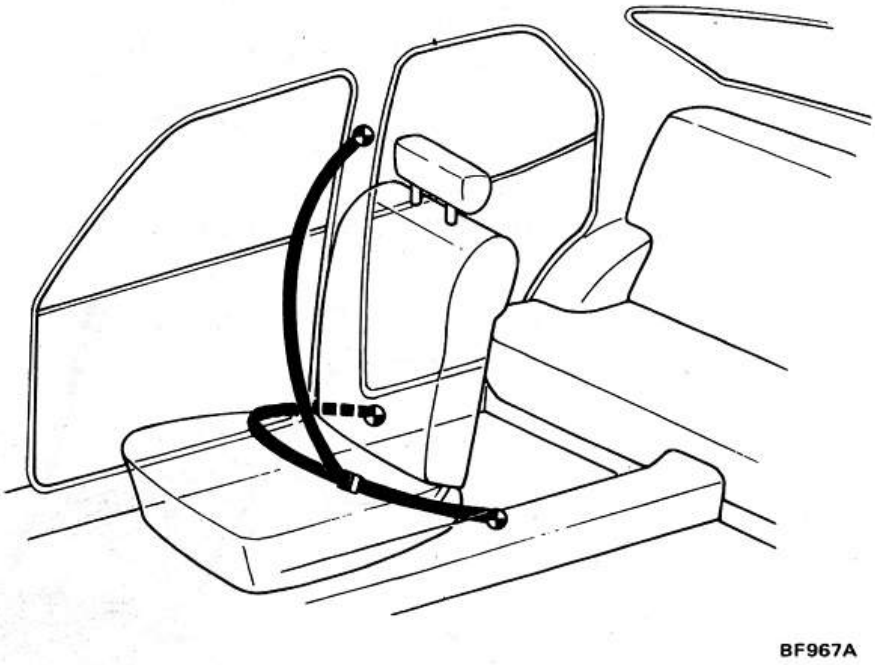

Fig. BF-69 Points d'ancrage de ceinture de sécurité (Berline, Commerciale et Fourgonnette)
Sur les voitures non assujetties à la réglementation E.C.E. No. 14 et à la norme BSAU48 (GB), monter les ceintures de sécurité de la manière indiquée aux Figures BF-69 à BF-72, suivant le cas.